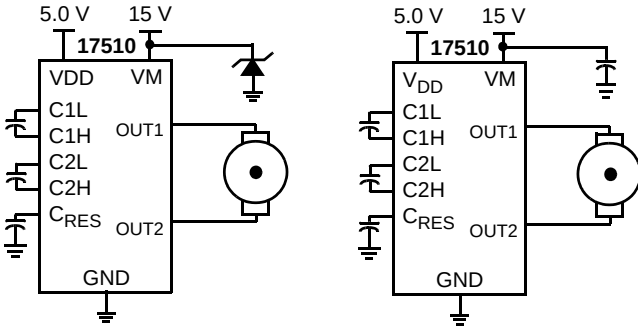

Figure 7. CEMF Snubbing Techniques
Care must be taken to protect the IC from potentially damaging CEMF spikes induced when commutating currents in inductive loads. Typical practice is to provide snubbing of voltage transients by placing a capacitor or zener at the supply pin (VM) (see Figure 7).